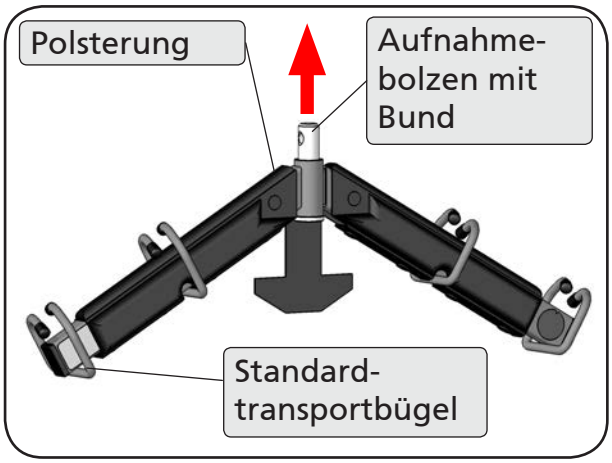

Abbildung 19
12. Knöpfen Sie die Polsterung auf (wie in Abbildung 19 dargestellt) und stecken Sie den Aufnahmebolzen mit Bund von unten durch den Transportbügel. Schließen Sie die Polsterung wieder.